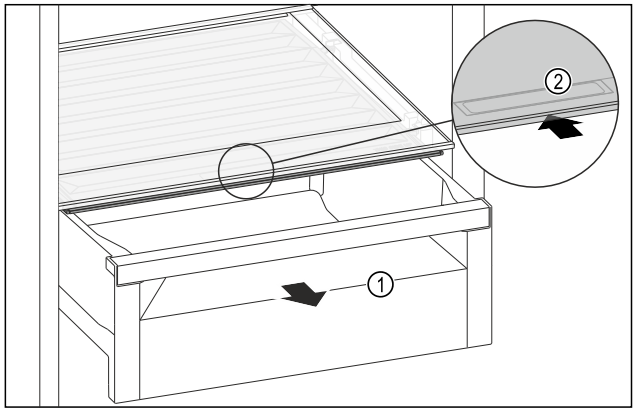

Fig. 165
- ▶ Витягніть висувний ящик *Fig. 165 (1)*.
- ▶ Візьміться за потайну ручку *Fig. 165 (2)* на кришці відділення й одночасно посуньте кришку відділення назад.